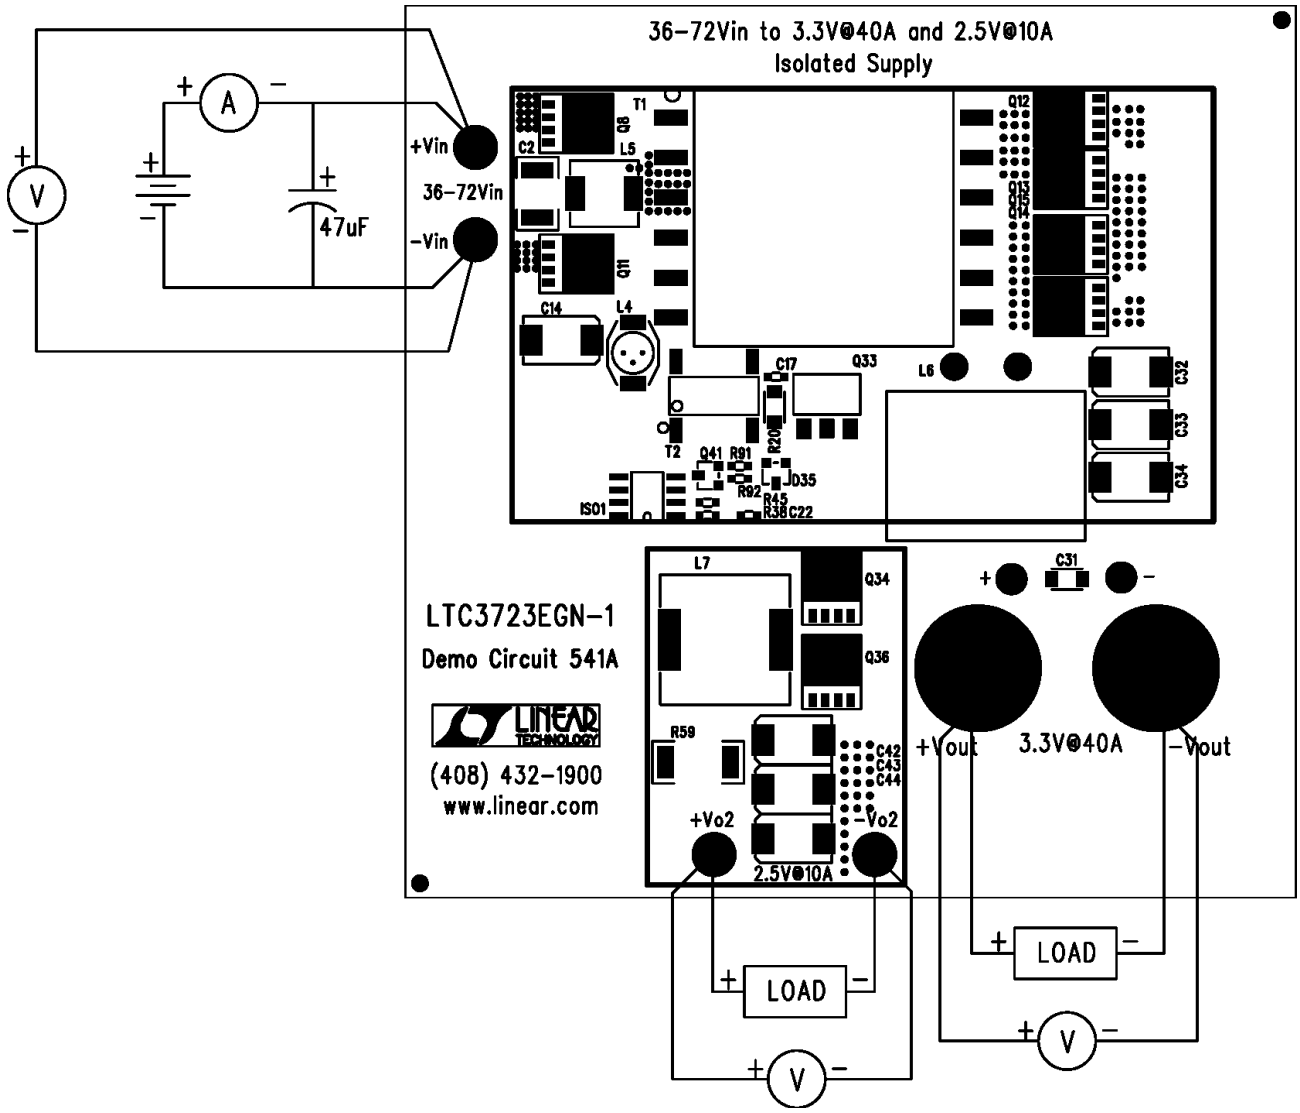

Figure 1. Proper measuring equipment setup
Demonstration circuit 541A is easy to set up to evaluate the performance of the LTC3732-1, LTC3901, LT1431 and LTC3710. Refer to Figure 1 for proper measurement equipment setup and follow the procedure below:
2. Connect a 36-72V power supply, a 47uF 100V capacitor and meters to the Vin pins, as shown in Figure 1. Observe proper polarity.
3. Connect a 0-40A load and meters to the 3.3V Vout pins and a 0-10A load on the 2.5V Vout pins, as shown in Figure 1.